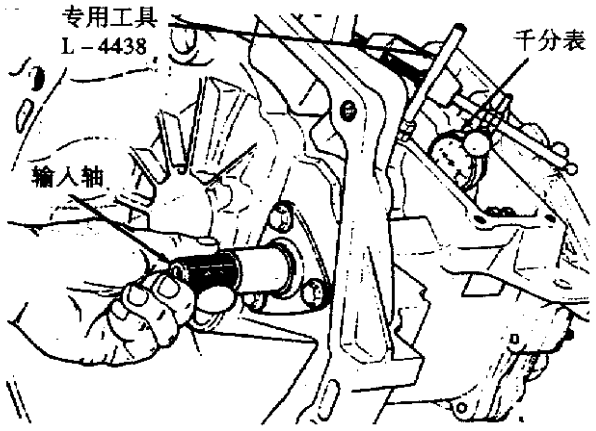

图 6－37　检查输入轴轴向间隙
(5)用千分表检查输入轴轴向间隙，如图 6－37 所示。用手来回转动输入轴并向后压使轴承定位，将千分表置于零，来回转动输入轴，并向前拉使轴承定位，记录轴承轴向间隙。